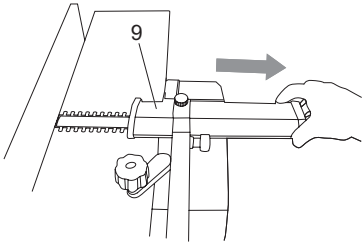

Fig. 23
> Deslice la protección de la cuchilla (9) tan lejos como sea posible. (Fig. 23)